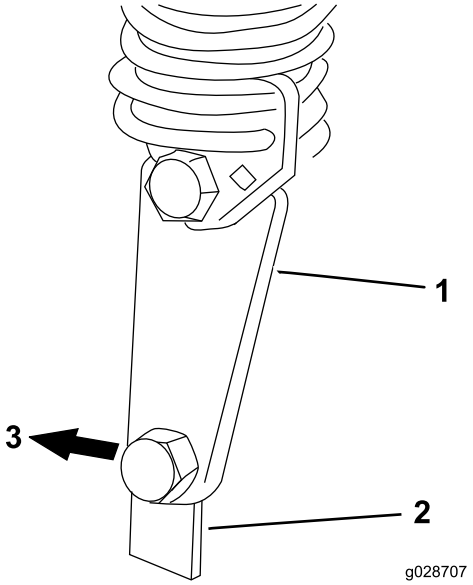

Figuur 16
7. Start de motor en breng het frame omhoog. Bevestig de koppeling van de tegendrukveer aan de veerbeugel van het maaidek; gebruik hierbij de borstbout en de borgmoer die u eerder verwijderd hebt (Figuur 16).